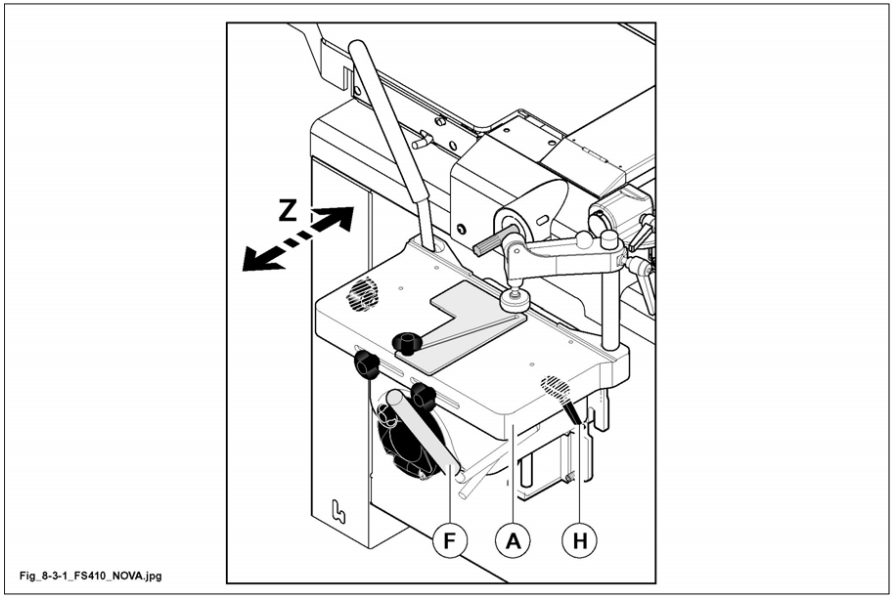

Fig. 8.3-1
In the case of dead holes you have to adjust the stroke of additional table (A fig. 8.3-1) (axis Z):
- try the forward stroke using lever (F fig. 8.3-1) and lock the depth stop by tightening lever (H fig. 8.3-1).